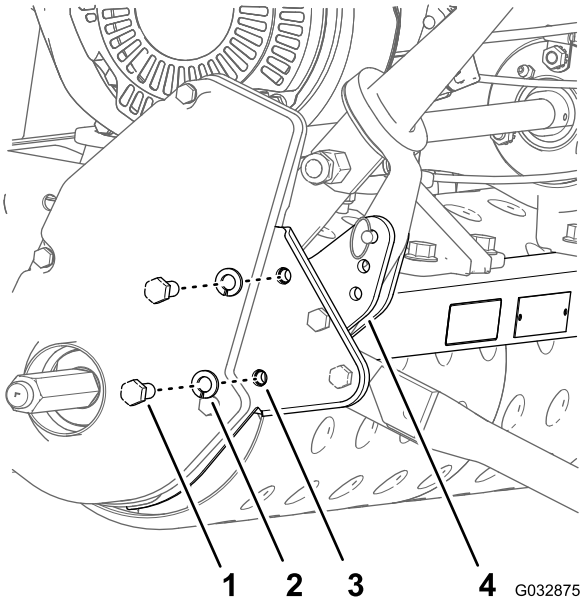

Figur 6
8. Ta bort de två skruvarna (3/8 x 7/8 tum) och de två låsbrickorna (3/8 tum) som håller fast den vänstra plåten vid det yttre mellanlägget på maskinens bakre ram (Figur 6).